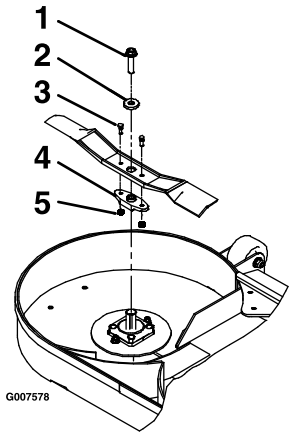

Bild 72
3. Entfernen Sie das Messer, die Scheibe und die Messerschraube, mit denen das Messer und der Messermitnehmer befestigt sind (Bild 72).
4. Nehmen Sie den Messermitnehmer vom vorhandenen Messer ab (Bild 72).
1. Befestigen Sie den Messermitnehmer mit den Scherbolzen und Sicherungsmuttern an den neuen Messern (Bild 72).
3. Bringen Sie das Messer, die Scheibe, und die Messerschraube an der Spindelwelle an (Bild 72).